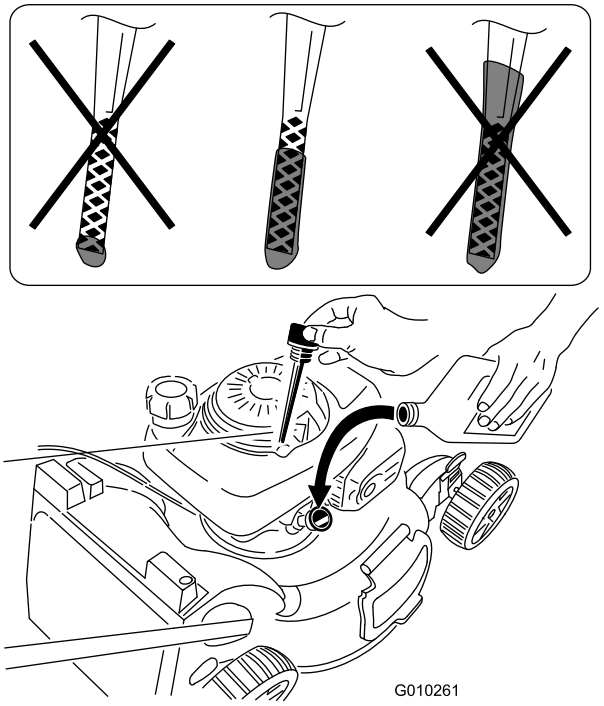

Figur 5
1. Ta bort oljestickan (Figur 5).
2. Häll **långsamt** olja i påfyllningsröret och kontrollera nivån med oljestickan med jämna mellanrum tills oljestickan visar att motorn är full, i enlighet med Figur 5. **Fyll inte på för mycket.** (Maximal påfyllning: 0,55 l, **typ: SAE 30 renad olja** med API-klassificering SH, SJ, SL eller högre.)